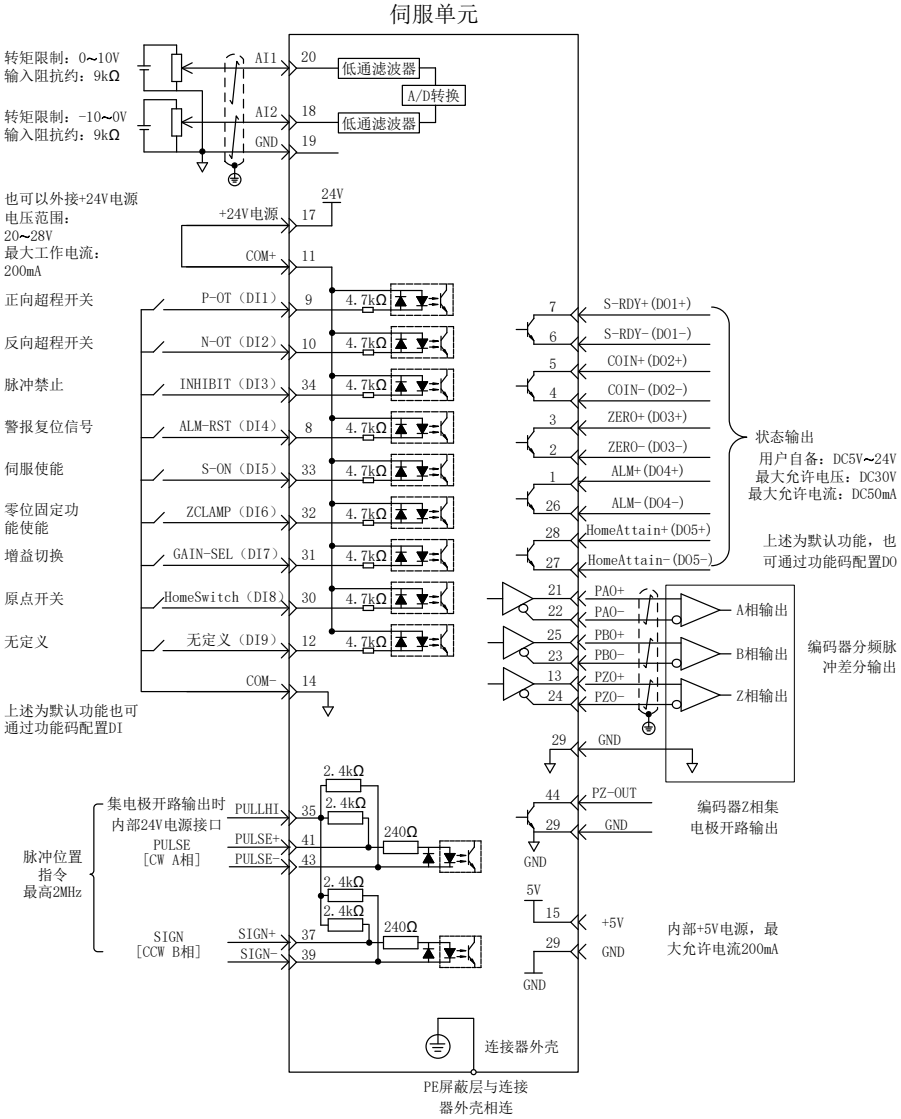

图 4-2 位置模式配线图
3. 参考图 4-2 配线说明连接 CN1 端子中的脉冲方向输入和脉冲指令输入以及必要的 DI/DO 信号，如伺服使能，定位完成信号等。